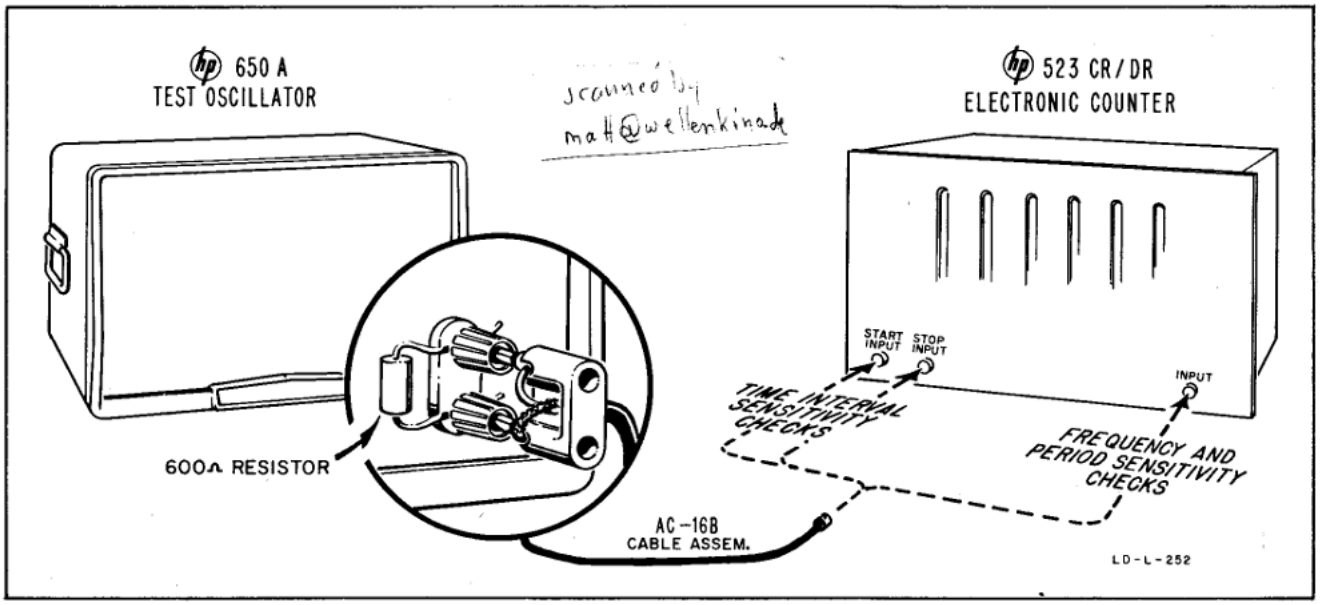

Figure 5-6. Equipment Setup for Performance Check
b. Connect test oscillator to INPUT connector as shown in figure 5-6.